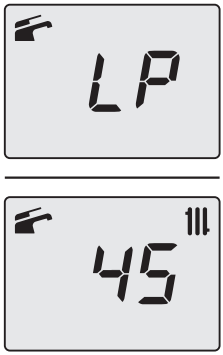

Figure 7.6
- The letters **LP**, alternating with the minimum heating water temperature (e.g.**45**), appear on the screen indicating the activation of the "chimney sweep function" at minimum power (Figure 7.6).